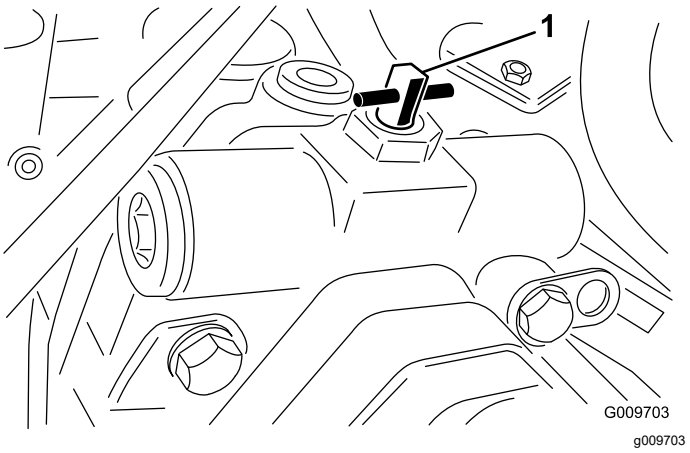

Figuur 41
3. Draai de omloopklep 90° (een kwartslag), naar links of naar rechts, om deze te openen en de vloeistof intern te laten stromen (Figuur 41).
2. Draai de omloopklep 90° (een kwartslag), naar links of naar rechts, om deze te openen en de vloeistof intern te laten stromen (Figuur 41).